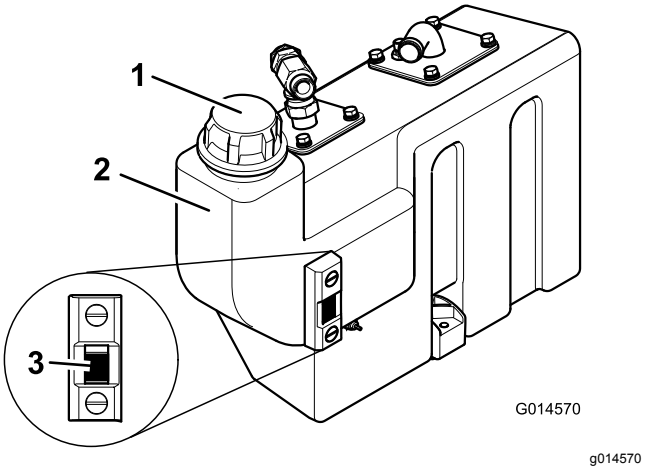

Figur 23
3. Rengør området omkring hydrauliktankens dæksel, hvis der skal fyldes hydraulikvæske på (Figur 23).